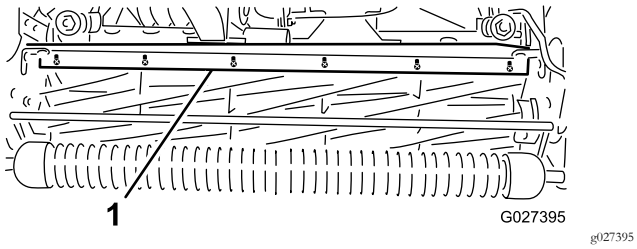

**Figur 53**
1. Løsn skruerne, som fastholder den øverste stang (Figur 53) til klippeenheden.